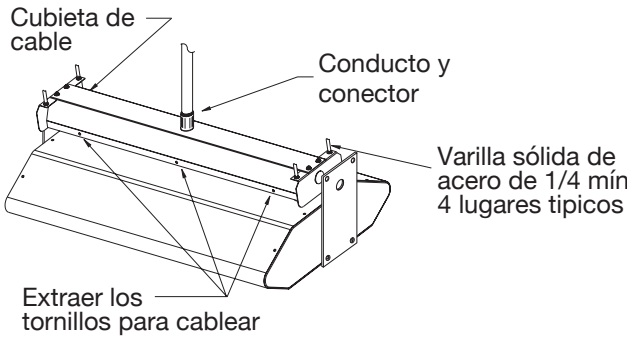

Figura 5
Referirse a la Figura 5 y proceder como sigue.
4. Extraer los tornillos (ver la Figura 5) de la parte delantera de la cubierta de cable, girar hacia atrás la cubierta de cable y extraer de la base de la cubierta de cable.